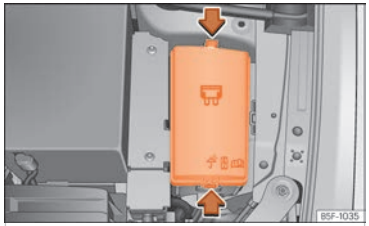

Fig. 203 In the engine compartment: lid of the fuse box.
- Press the locking tabs to unlock the fuse box cover ››› Fig. 203.